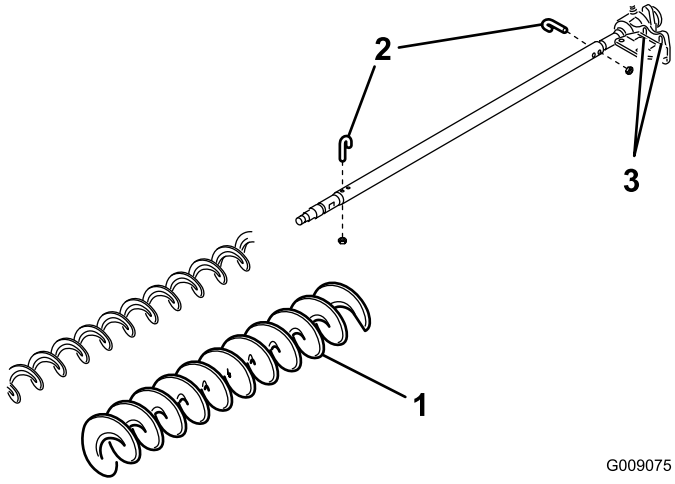

Figure 22
3. Remove the 2 J-bolts and nuts (Figure 22).
4. Slide the existing brush off the brush shaft (Figure 22).
5. Loosen the 2 bolts, washers, and nuts securing the drive-bearing housing to the bearing-housing mounting bracket (Figure 22).
6. Slide the high height-of-cut brush onto the brush shaft (Figure 22).
7. Clamp the brush onto the shaft with the 2 J-bolts and nuts previously removed (Figure 22).